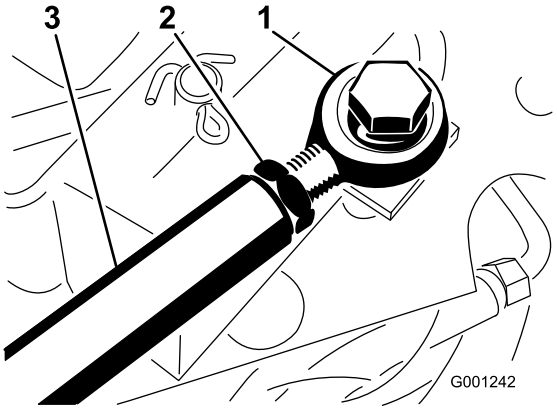

Figur 82
Hvis der ønskes yderligere justering, skal traktionsstangen (Figur 82) indstilles som følger:
2. Løsn kontramøtrikken, der holder stangenden fast på traktionsstangen (Figur 82).
4. Stram kontramøtrikken (Figur 82), og fastgør stangenden til traktionspedalen med den bolt og møtrik, du fjernede, for at låse fodpedalens vinkel.